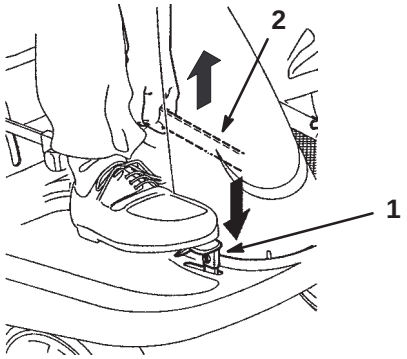

Figure 2
1. Push the brake pedal (Fig. 2) down and hold it in the depressed position.
2. Lift the parking brake lever (Fig. 2) up and gradually take your foot off of the brake pedal. The brake pedal should stay in the depressed (locked) position.
1. Push down on the brake pedal (Fig. 2) and hold it in the depressed position.
2. Push the parking brake lever (Fig. 2) down and gradually release the brake pedal.